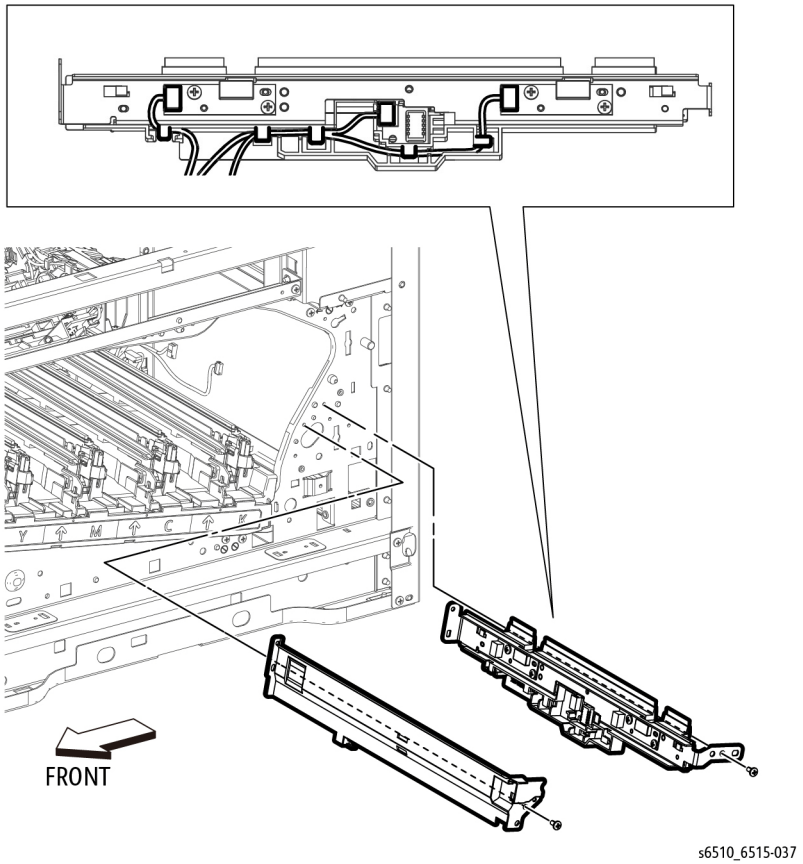

Figure 1 Remove the CTD Sensor Assembly
8. Refer to Figure 1 to remove the one screw (silver, M3x6mm) attaching the Sensor Cover and remove the cover.
9. Refer to Figure 1 to unplug the three sensor connectors (P/J142, P/J143, P/J145) and release the cable.
10. Refer to Figure 1 to remove the one screw (silver, M3x6mm) attaching the CTD Sensor Assembly, and remove the sensor.